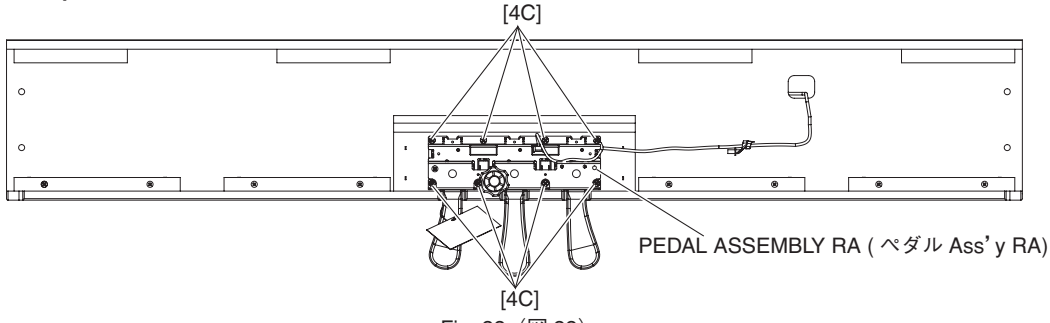

Fig. 22（図 22）
28-5. Remove the eight (8) screws marked [4C]. The pedal assembly RA can then be removed. (Fig. 22)
28-5. [4C] のネジ 8 本を外し、ペダル Ass'y RA を外します。(図 22)